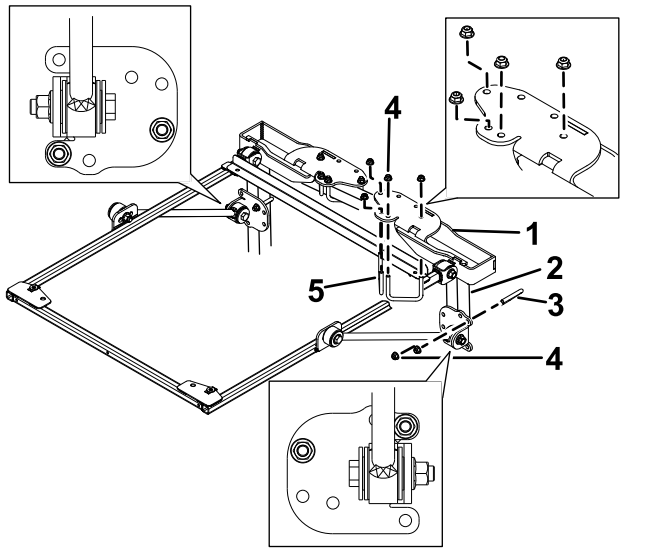

Figuur 36
4. Plaats de montagebeugels bovenop de rolbeugel van de tractie-eenheid (Figuur 36). Zorg ervoor dat de rolbeugel gecentreerd is in de montagebeugels van de rolbeugel.
5. Gebruik de bevestigingsgaten in Figuur 36 om de montagebeugels bovenaan de rolbeugel te monteren met 2 U-bouten (2¾") en 4 flensmoeren.
6. Gebruik de bevestigingsgaten in Figuur 36 om de steunbeugels losjes op de rolbeugelstangen te monteren met een U-bout (4") en 2 flensmoeren.